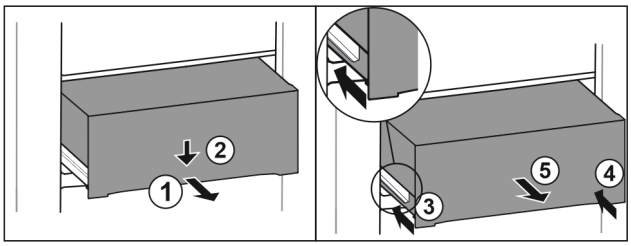

Fig. 104
▶ Extrageți pe jumătate sertarul. *Fig. 104 (1)*
▶ Apăsați în jos sertarul pe partea frontală. *Fig. 104 (2)*
▶ Inserați șina stângă aproximativ 2 cm. *Fig. 104 (3)*
▶ Inserați șina dreaptă aproximativ 2 cm. *Fig. 104 (4)*
▶ Extrageți sertarul spre înainte. *Fig. 104 (5)*